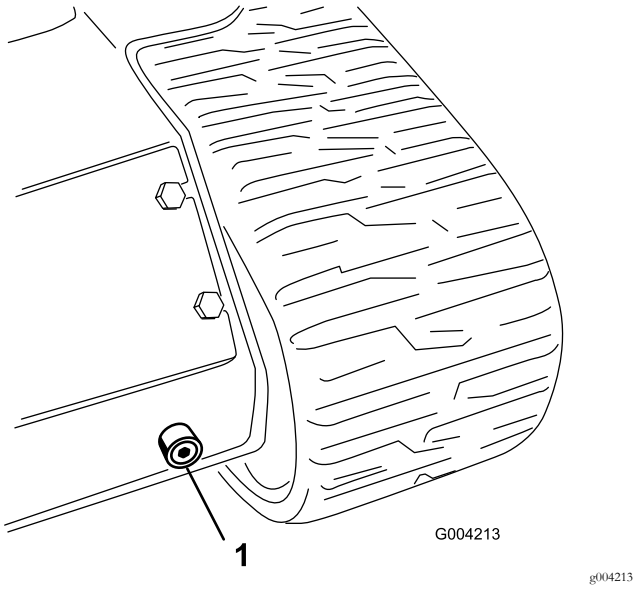

Rysunek 61
6. Umieść duży pojemnik (o pojemności co najmniej 4 litrów) pod korkiem spustowym z przodu zespołu jezdnego (Rysunek 61).
7. Odkręć korek spustowy i poczekaj, aż olej ścieknie do pojemnika (Rysunek 61).